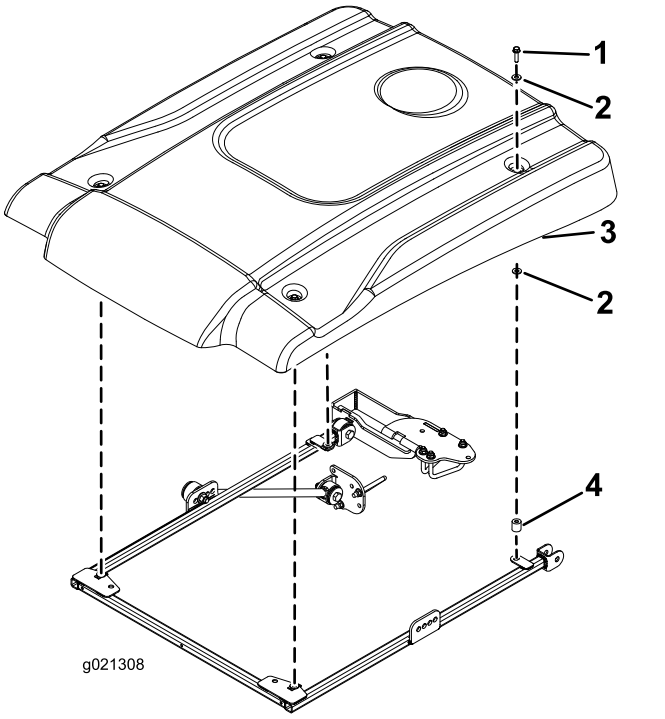

Figur 23
16. Når du justerer monteringshullerne, skal du anbringe solskærmen på rammen som vist i Figur 23.
17. Monter hvert hjørne af solskærmen løst på rammen med en flangehovedbolt (5/16 x 2-1/4 tommer), 2 små spændeskiver og en afstandsbøsning (Figur 23). Anbring en spændeskive på hver side af solskærmens gummikrans. Placer afstandsbøsningerne mellem den nederste lille spændeskive og rammen.